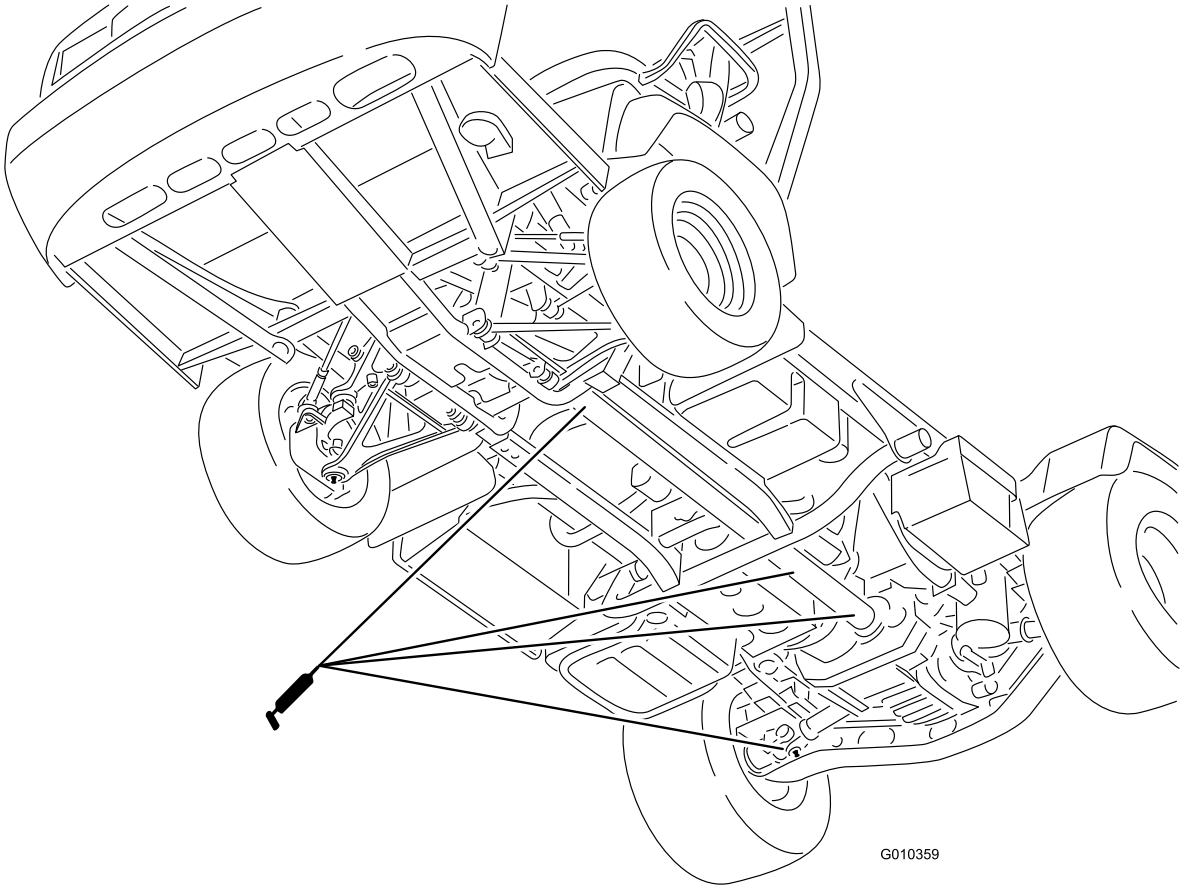

**Figur 41**
- U-samling (18) og 4-hjuls-drivaksel (3) (Figur 41)